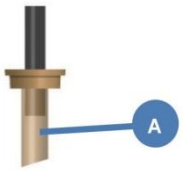

図 1：シャフトへの装着例
(1) インストゥルメントイントロデューサの使用前にインストゥルメントイントロデューサに破損がないか点検すること。破損、亀裂、裂けが見られる場合、別のインストゥルメントイントロデューサを使用すること。
(2) インストゥルメントをインストゥルメントカニューラに装着する前に、インストゥルメントイントロデューサのスリーブでメス刃が完全に隠れるまでインストゥルメントのシャフト上でインストゥルメントイントロデューサをスライドさせる（図 1、A)。